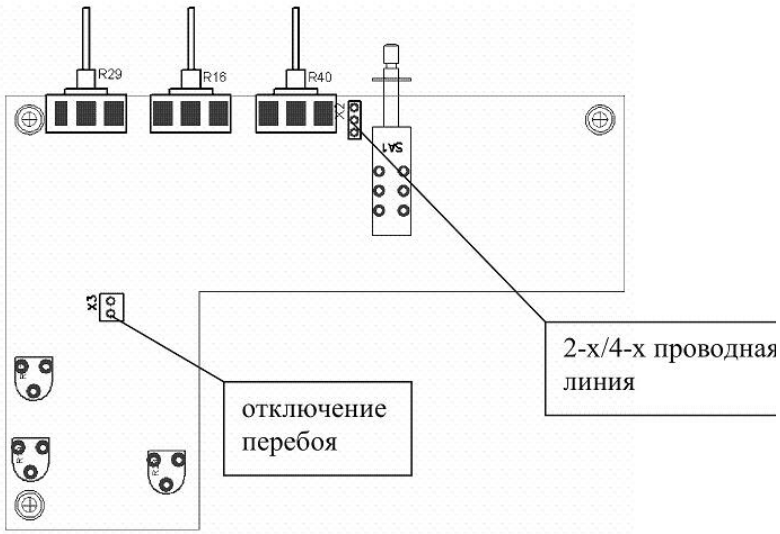

Рисунок 4.4 – Настройки на плате АК
4.4. Расположение джамперов, позволяющих отключать перебой и переходить на другой тип линии (4-х проводная и 2-х проводная) представлено на рис. 4.4
2. Снять на плате пульта АК-2221 (рис. 4.4) джампер “отключение перебоя”;
Абонентская консоль позволяет реализовывать различные способы управления приемом и передачей. В зависимости от выбранного режима работы консоль требует индивидуальной настройки. Ниже приведены методики настройки АК и работа с ней для 4-х проводной линии связи (джампер “2-х/4-х пров. режим” (рис. 4.4) в верхнем положении). Настройка консоли для 2-х проводной линии сводится к настройке диф. системы (см. п. 6.4).
2. Установить на плате АК (рис. 4.4) джампер “отключение перебоя”;